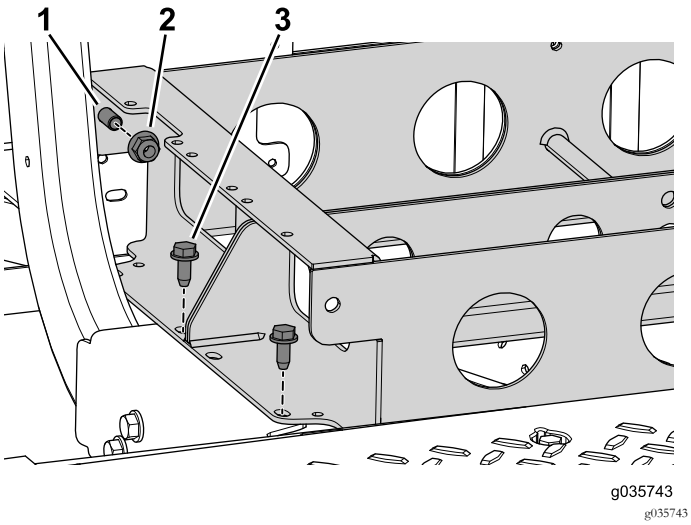

Figura 59
6. Retire los 4 pernos que sujetan la bandeja de baterías a la máquina (Figura 59).
7. Retire las 2 tuercas con arandela prensada, pero no los 2 pernos, que conectan las bandejas de baterías delantera y trasera (Figura 59).